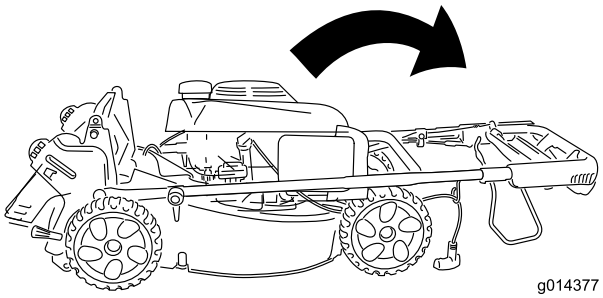

Figura 28
- Per regolare al livello più basso, fate ruotare la stegola in avanti fino a che non poggia sulle ruote anteriori (Figura 28).